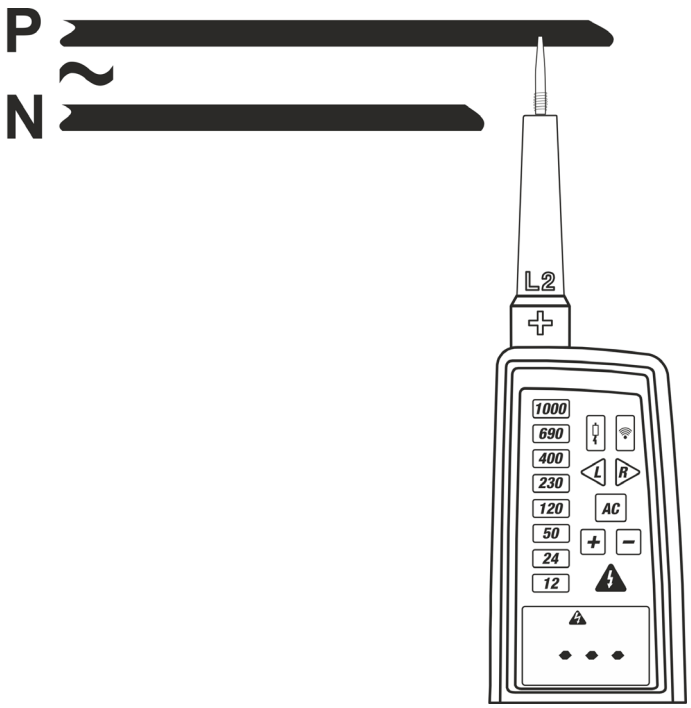

Fig. 7 : Mesure de la Tension CA à 1-fil (polarité)
2. Connecter l'embout **L2** à la source à tester (voir Fig. 7). La mesure est effectuée **uniquement avec le contact des embouts sur la partie métallique des conducteurs**